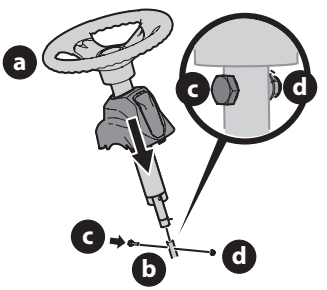

Figura 2
2. Extraiga el perno con reborde (c) y la tuerca de seguridad (d) del eje de la dirección y guárdelos para los pasos posteriores (Figura 2).
4. Baje el conjunto del volante (a) sobre el eje inferior de la dirección (b) y sujételo mediante el perno con reborde (c) y la tuerca de seguridad (d) que extrajo previamente (Figura 2).